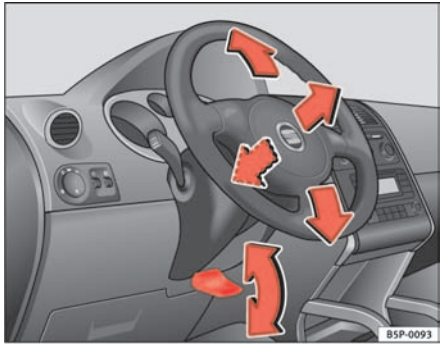

Fig. 129 Adjusting the steering wheel position
– Push the lever under the steering column ⇒ fig. 129 down ⇒ ⚠.